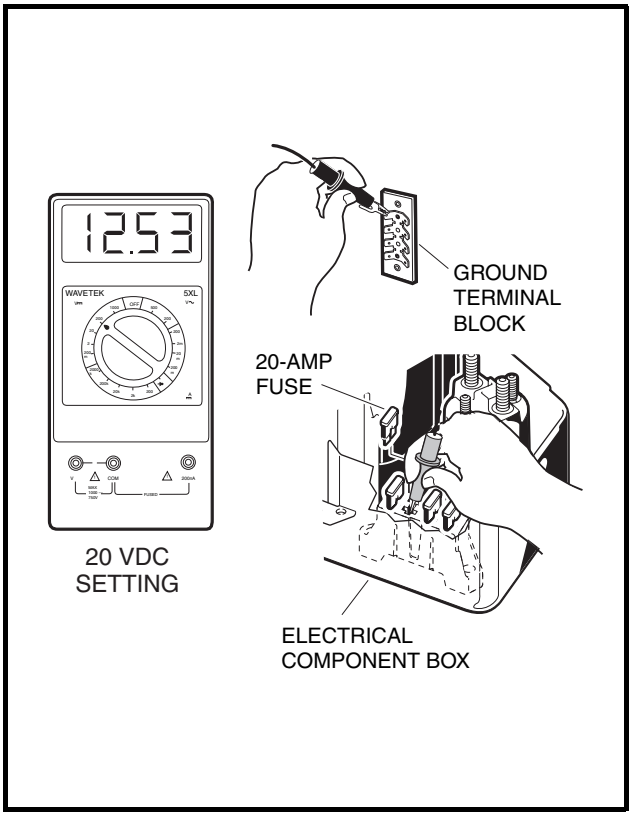

Figure 11-45 Battery Voltage Supply Test
4. Place an alligator clip on the black (–) probe of the multimeter and connect the alligator clip to the terminal block located on the frame under the front body **(Figure 11-45, Page 11-42)**.